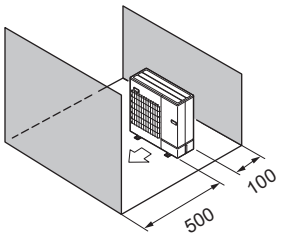

Abb. 2-11
(5) Hindernisse nur auf der Vorder- und Rückseite (Abb. 2-11)